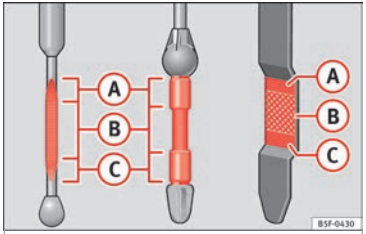

Fig. 241 Marked engine oil dipstick
- When the oil level is at least in the ››› **Fig. 241** (B) zone, insert the dipstick into the tube fully to avoid engine oil escaping when the engine is running.
- **If the engine oil level is above the area ››› Fig. 241 (A) do not start the engine. Seek specialist assistance. Otherwise catalytic converter and engine damage may occur.**
The oil level must never be above area ››› Fig. 241 (A). Otherwise oil can be drawn in through the crankcase breather and escape into the atmosphere via the exhaust system.